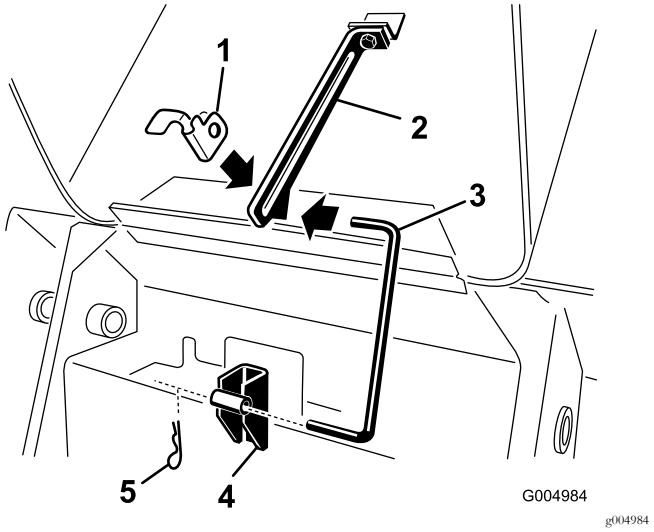

**Rysunek 44**
3. Wyciągnij zawleczkę z dolnego końca podpórki maski i wysuń podpórkę z uchwytów oraz zdejmij ją z zaczepu (Rysunek 44).
7. Zamocuj podpórkę w uchwytach oraz na zaczepie, a następnie zabezpiecz ją za pomocą zawleczki (Rysunek 44).